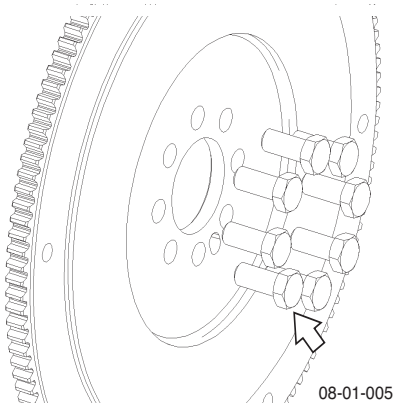

Fig. 3
8. Remove bolts (x8) from flywheel to crankshaft and discard bolts (see Fig. 3).